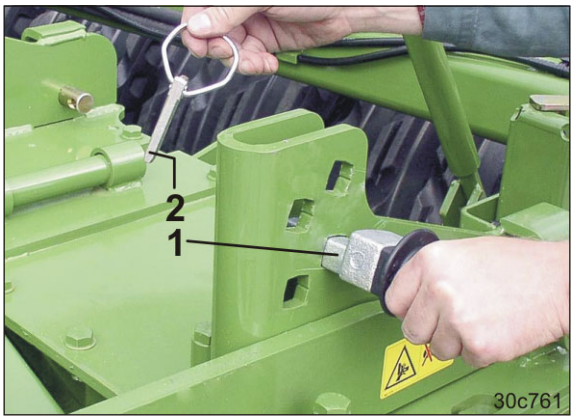

Fig. 159
6. Isæt dybdereguleringsboltene (Fig. 159/1)
7. Sikre alle dybdereguleringsbolte med ringstifter (Fig. 159/2).